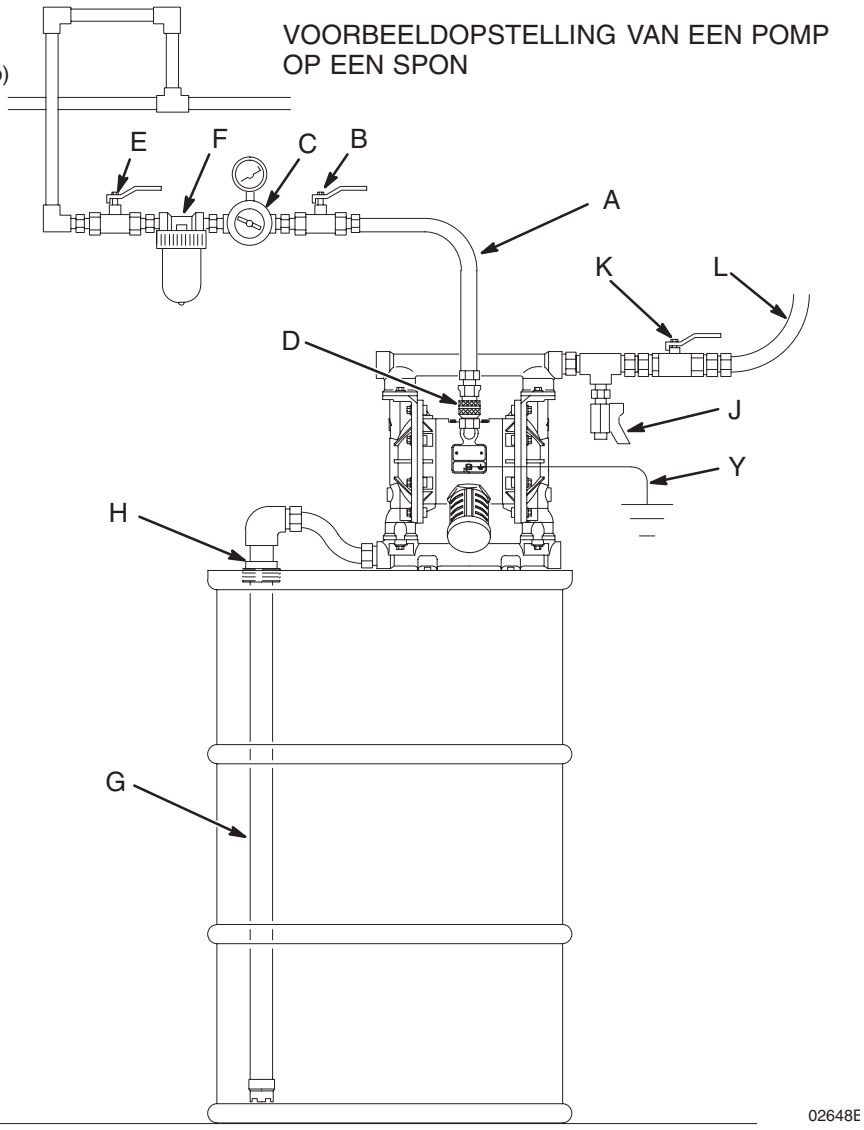
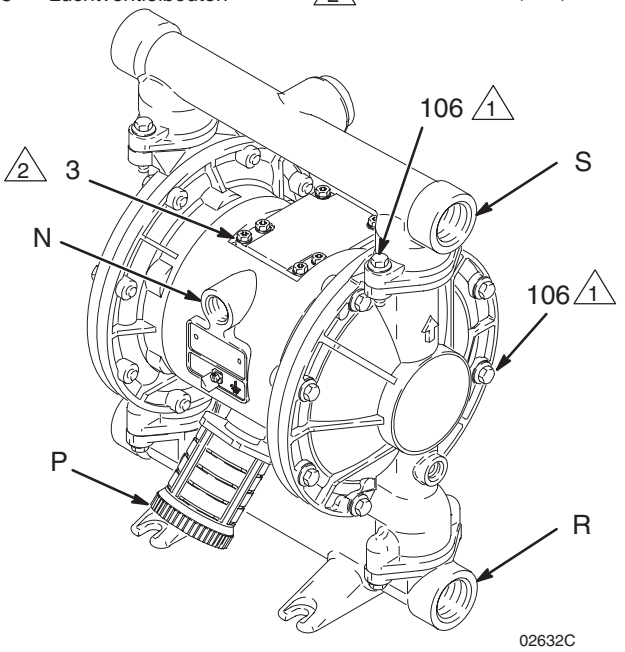

Afb. 2
Afb. 5
- De voorbeeld opstellingen in afb. 2–4 zijn slechts bedoeld als voorbeelden voor het kiezen en installeren van de componenten voor uw systeem. Neem contact op met uw Graco-dealer voor assistentie bij het ontwerpen van een systeem dat aan uw behoeften voldoet.
1. Installeer de luchtleidingstoebehoren zoals afgebeeld in Afb. 2–4 op blz. 6 en 8. Bevestig deze toebehoren aan de muur of aan een muurconsole. Let erop dat de luchtleiding die de toebehoren voedt geaard is.
a. Installeer een luchtreduceerventiel (C) met manometer om de materiaaldruk te regelen. De materiaaldruk aan de uitlaat is hetzelfde als de ingestelde luchtdruk aan het reduceerventiel.
b. Plaats de ene zelfontlastende kraan (B) dicht bij de pomp, en gebruik hem om opgesloten lucht te laten ontsnappen. Zie de **WAARSCHUWING** boven. Plaats de andere drukontlastende luchtkraan (E) stroomopwaarts van alle luchtleidingsaccessoires, en gebruik die om de accessoires af te sluiten tijdens schoonmaak- en reparatiewerkzaamheden.
c. Het luchtleidingsfilter (F) verwijdert schadelijk vuil en vocht uit de aangevoerde perslucht.
2. Monteer tussen de toebehoren en de 1/2 npt(i) luchtinlaat (N) pomp, een geaarde, soepele luchtslang (A). Zie Afb. 5. Gebruik een luchtslang met een binnendiameter van tenminste 9,5 mm (3/8”) mm. Monteer een snelkoppeling (D) op het eind van de luchtslang (A), en schroef de bijpassende nippel goed in de luchtinlaat van de pomp. Plaats de koppeling (D) nog niet op nippel, totdat u klaar bent om de pomp te gaan gebruiken.
1. Gebruik geaarde materiaalslangen. De materiaalinlaat (R) van de pomp heeft de maat 1” npt(i). Zie Afb. 5. Schroef de slangfitting goed vast in de inlaat van de pomp.
1. Gebruik geaarde materiaalslangen (L). De materiaaluitlaat (S) van de pomp heeft de maat 1” npt(i). Zie Afb. 5. Schroef de slangfitting goed vast in de pompuitlaat.
2. Installeer een aftapkraan (J) dicht bij de materiaaluitlaat. Zie de **WAARSCHUWING** hierboven en Afb. 2–4 op blz. 6 en 8.
3. Installeer een afsluitkraan (K) in de materiaaluitlaat.
VERKLARING VOOR AFB. 2
Bij aluminium pompen hebben de inlaat- en uitlaatspruitstukken voor het materiaal poorten met schroefverbinding aan beide uiteinden. De pomp wordt verzonden met een plug in een uiteinde van elk van de spruitstukken, terwijl het andere uiteinde open is. Zie Afb. 5. Om de richting van de inlaat en/of uitlaatpoort te wijzigen, moet u de plug verwijderen uit het ene uiteinde en deze in het tegenoverliggende uiteinde aanbrengen.